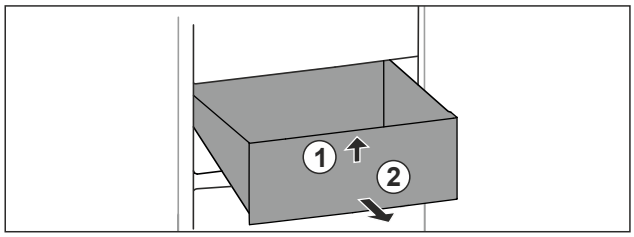

Fig. 136
- ▶ Ridicați sertarul în față. *Fig. 136 (1)*
- ▶ Extrageți sertarul spre înainte. *Fig. 136 (2)*